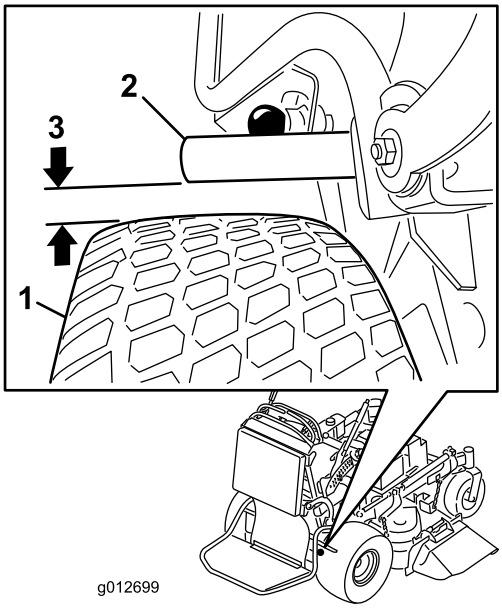

Figur 63
4. Mål avstanden mellom bremsestangen og dekket når bremsen er frigjort. Avstanden må være mellom 5 og 8 mm (Figur 63). Se avsnittet Justere parkeringsbremsen når justering er nødvendig.
5. Juster krysshodet. Avstanden mellom bremsestangen og dekket må være mellom 5 og 8 mm. For å stramme bremsen roterer du stangen oppover. For å løsne bremsen vrir du stangen nedover (Figur 63).